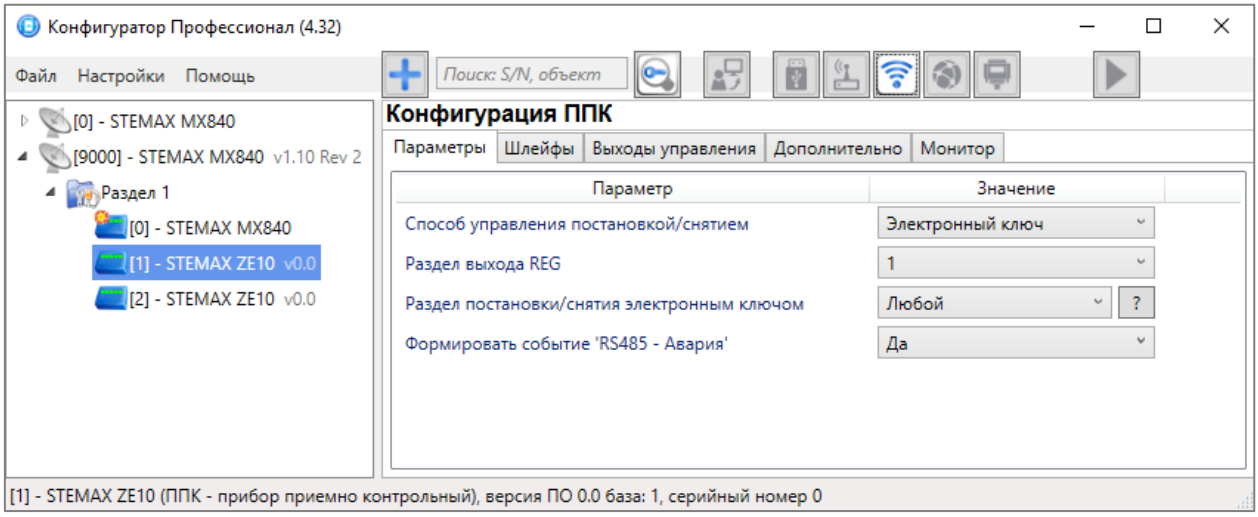

Рисунок 4.3 — Конфигурация СКП, вкладка *Параметры*
Вкладка *Параметры* (см. рисунок 4.3) предназначена для настройки описанных ниже параметров.
- *Электронный ключ*: подключение к СКП устройств управления охраной (в т.ч. считывателей ТМ) стороннего производства (см. рисунок 4.3).